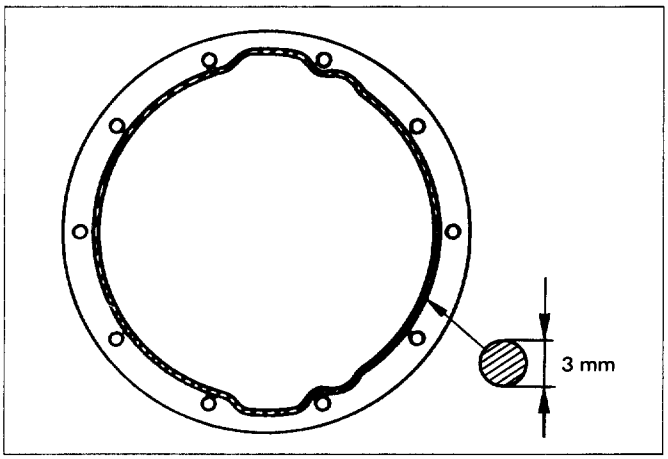

Fig. 4B-19
- As shown in the drawing, apply Three Bond TB1215 or equivalent (Fig. 4B-19).